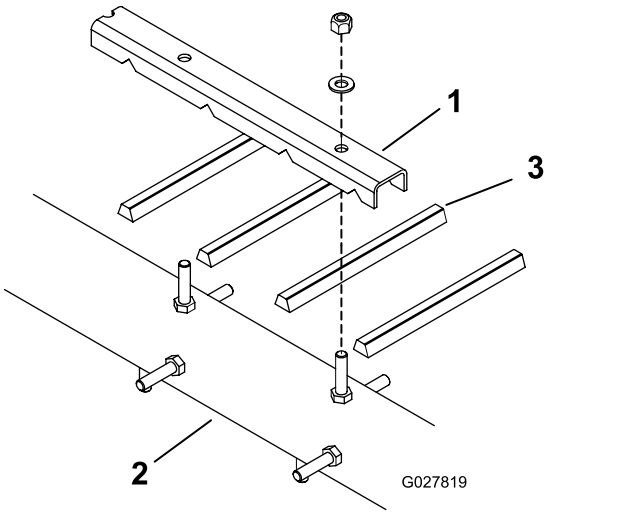
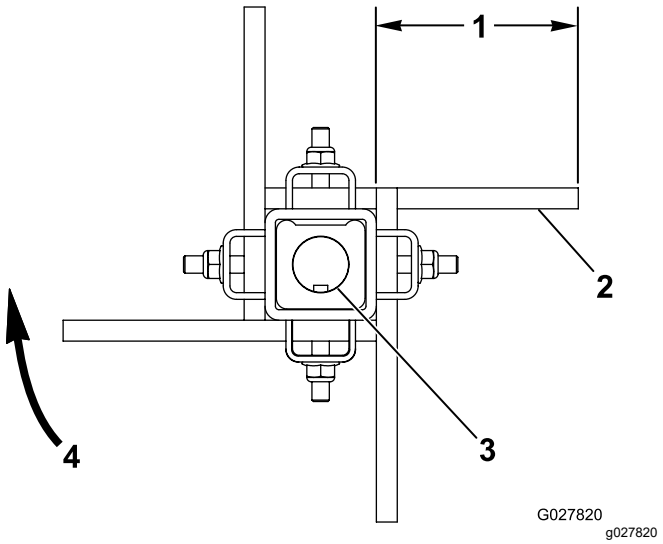

Figura 11
Figura 12
1. Allentate i dadi e le rondelle che fissano le pinze dei denti al rotore (Figura 11 e Figura 12).
3. Montate i nuovi denti della cinghia (Figura 11 e Figura 12). I denti della cinghia devono sporgere dalle pinze dei denti di circa 10 cm.